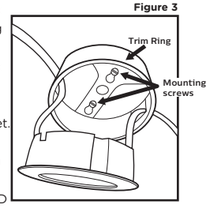

Figure 3
9. Secure the puck in the trim ring by firmly pushing the puck into the trim ring while feeding the power cords through the trim ring openings until the puck snaps into place. **See Figure 3.**